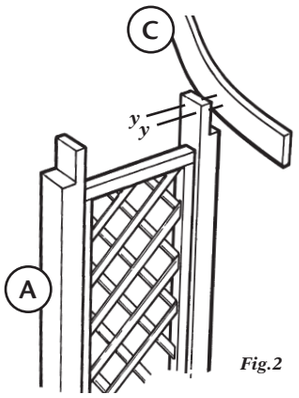

Fig.2
4. Lower one of the side sections into the prepared holes. Fix the roof assembly to the side section using screws (***y***) through the post into the roof assembly. Use two screws at each point (see ***Fig.2***).